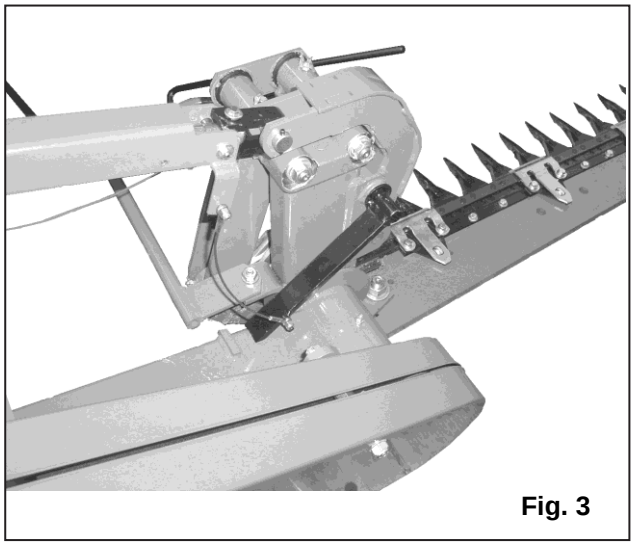

Fig. 3
- montera stopparmen **D** (Fig. 3) och spännstiftet.
Serienumret är instansat på slåtterbalkens ram och finns inskrivet på typskylten (bild 3 - sidan 5).
- **Anslut** kraftöverföringsaxeln och toppstången (bild 3 sidan 7).
- Lyft upp enheten med maskinens lyftenhet och justera kättingen (**A** bild 3 sidan 7) så att stopparmen **C** (Fig. 3 sidan 9) står i det läge som visas här.
- Har slåtterbalken hydraulisk lyft räcker det nu att ansluta hydraulslangen **B** till traktorns snabbkoppling (bild 3 sidan 7).